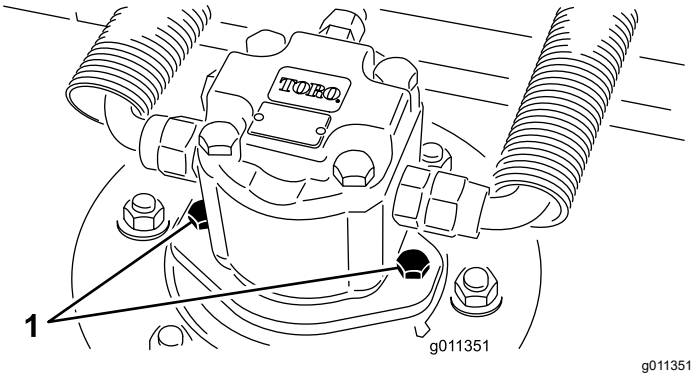

**Figuur 124**
2. Ontkoppel de hydraulische motor en verwijder deze van de maai-eenheid (Figuur 124). Bedek de bovenzijde van de as zodat deze niet vuil wordt.
3. Monteer de hydraulische motor op de maai-eenheid (Figuur 124). Controleer of de O-ring zich op de juiste plaats bevindt en niet beschadigd is.